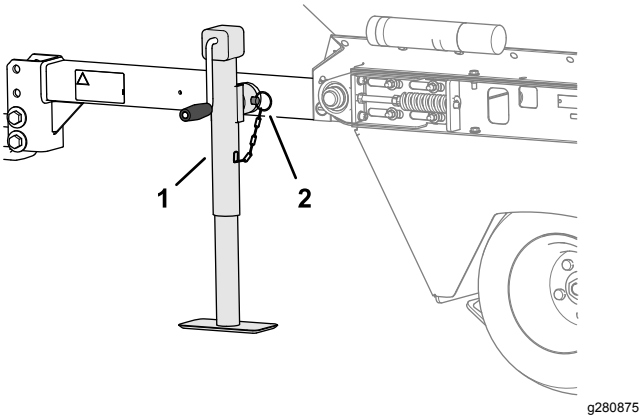

**Figur 11**
2. Drej donkraften lodret (Figur 11).
3. Fastgør den til monteringsrøret med gaffelbolten (Figur 11).